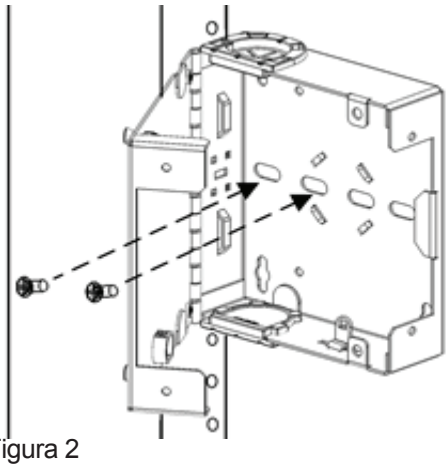

Figura 2
4) Usando los tornillos # 8 y las arandelas proporcionados con el juego de soporte de montaje, asegure la base de la caja al soporte. (Figura 2)